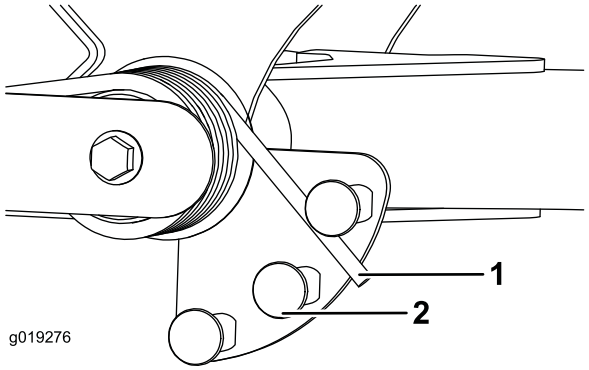

Figur 33
2. Sätt ett rör eller liknande på den långa fjäderänden och vrid det runt fjäderdonet till önskat läge (Figur 33).